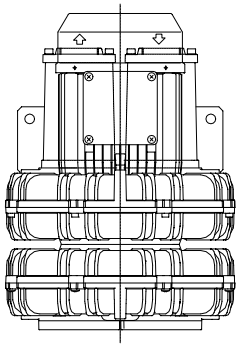
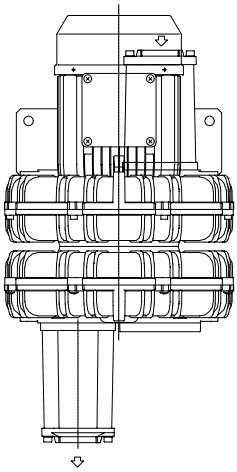
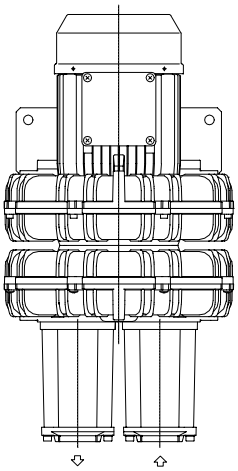

Fig.2
Fig.3
Fig.4
Fig.2 con collettore 90°
Fig.3 con 2 collettori 90°
Fig.4 con collettore 90°
1. Individuare la disposizione che interessa; fig.2, fig.3, fig.4.